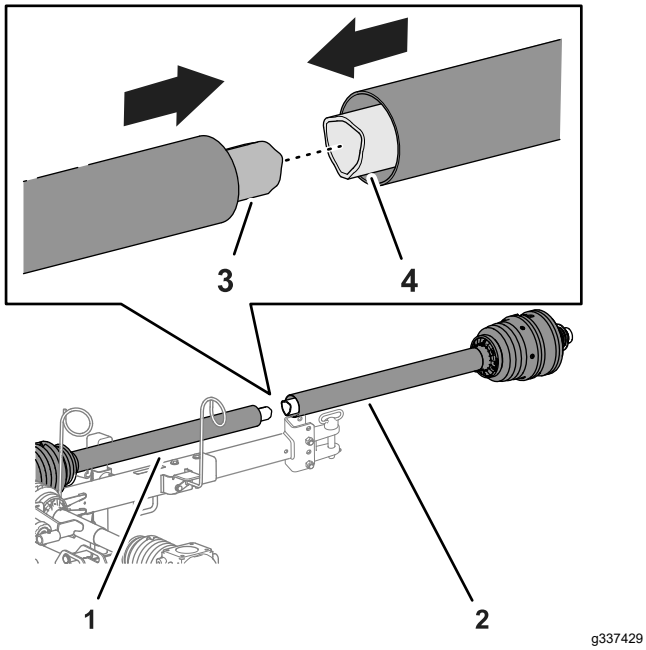

Figuur 8
1. Lijn de binnenste buis van de achterste helft van de aandrijfas van de aftakas uit met de buitenste buis van de voorste helft van de aandrijfas van de aftakas en schuif de buizen samen (Figuur 8).